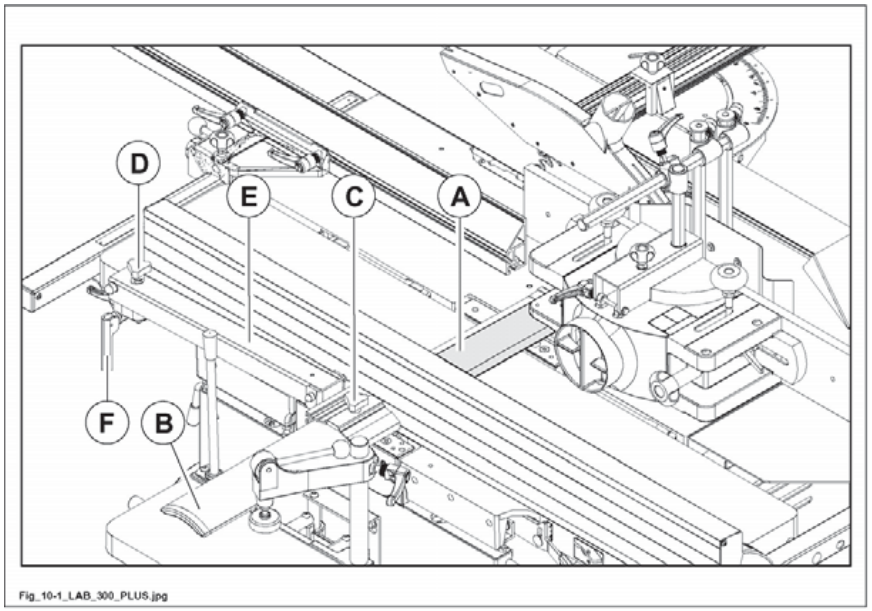

Abb. 10.1
1) Brücke zum Schutz (B, Abb. 10.1)
2) Drehknopf zum Sperren der Brücke (C, Abb. 10.1)
3) Drehknopf zur Höheneinstellung (D, Abb. 10.1) (max. erreichbare Höhe: 75 mm)
4) Ausleger (E Abb. 10.1).
5) Hebel zum Blockieren der Schutzvorrichtung (F Abb. 10.1).
Zur Höhenregulierung auf Kugelgriff (D, Abb. 10.1) einwirken; die gewünschte Stellung wird durch den Stoßdämpfer gehalten.